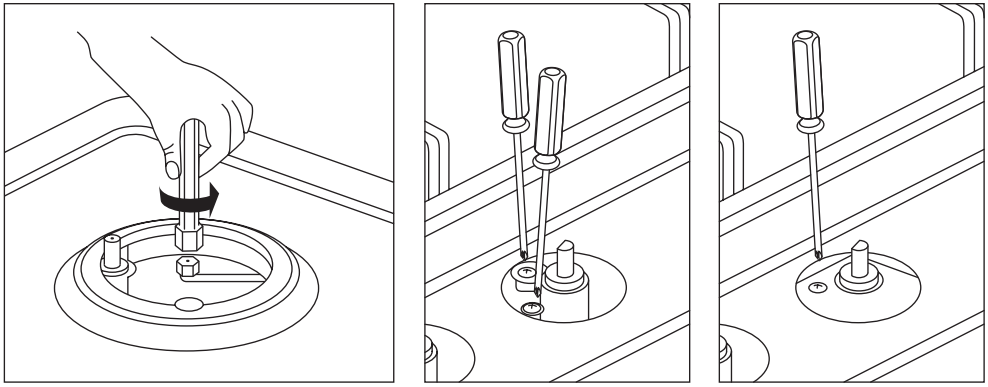

Рис. 9
- снимите рукоятку и вращайте ее регулировочный винт (расположен сбоку или внутри стержня регулятора) в разные стороны пока пламя не станет малым, но устойчивым (рис. 9).
Горелка гаснет при установке рукоятки в положение «Слабое пламя»	– Отверстия в горелке не забиты. – Вокруг нет сильных сквозняков. – Минимум подачи газа установлен корректно (см. Рис.9 и раздел «регулировка минимального пламени»).